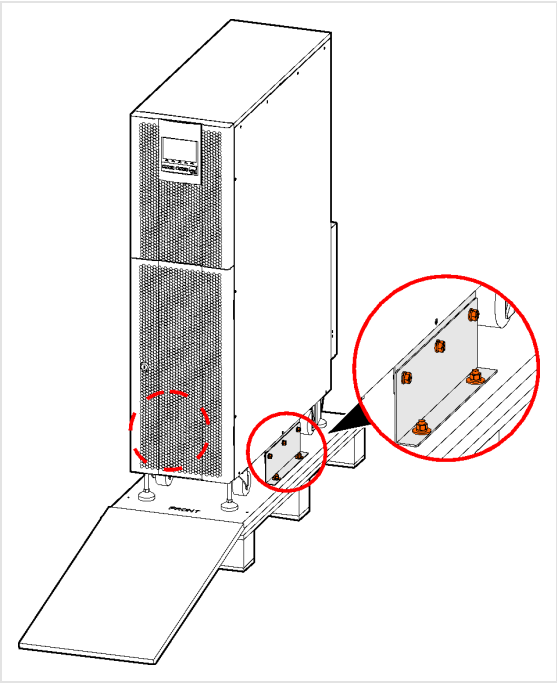

FIGURE 4-6 Pallet ramp and fixing bolts (circled)
5. Lower the front panel of the pallet to form a ramp (Figure 4-6).
6. Remove the bolts that fix the UPS and its support plates to the wooden pallet (Figure 4-6, circled), and remove the support plates.